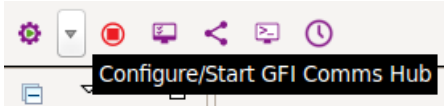
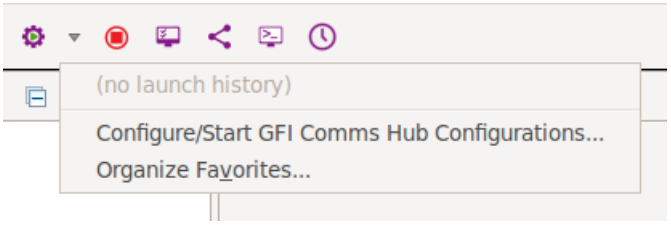

Figure 10 – Selecting the arrow next to the 'Configure/Start GFI Comms Hub' button
Figure 11 – Selecting the appropriate option from the menu
- Selecting the arrow next to it and then choosing 'Configure/Start GFI Comms Hub Configurations…' (Figure 10 and Figure 11).